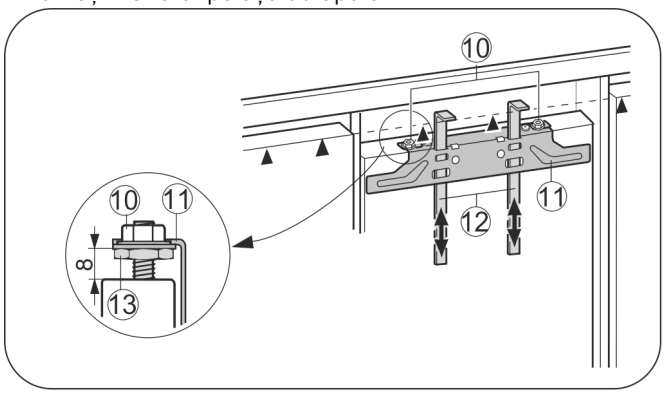

Fig. 25
▶ Împingeți în sus elementele auxiliare de montaj *Fig. 25 (12)* la înălțimea ușii mobilierului. Marginea inferioară de blocare ▲ a elementului auxiliar de montaj = marginea superioară a ușii mobilierului ce trebuie montată.
▶ Deșurubați traversa de fixare *Fig. 25 (11)* prin intermediul contrapiuliților *Fig. 25 (10)*.